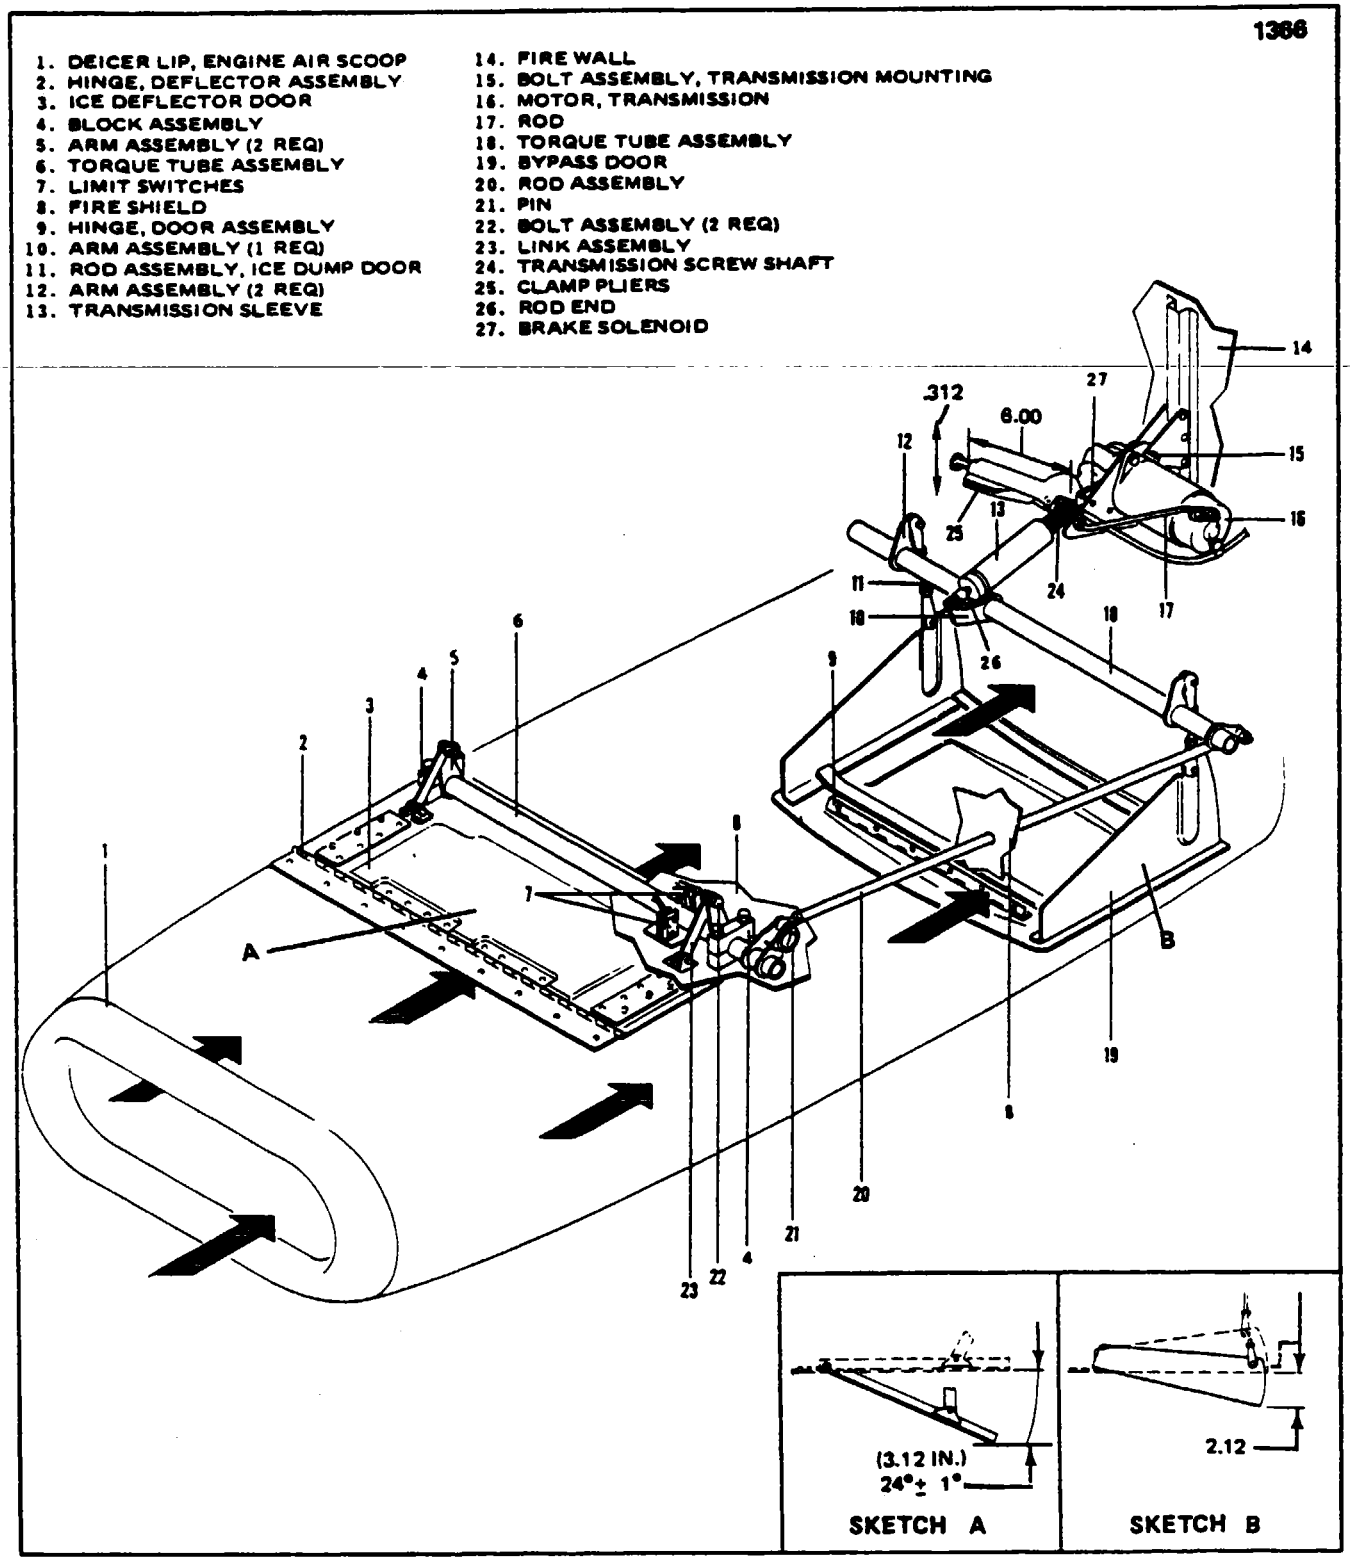

Figure 8-2. Engine Air Inlet Ice Protection System (S. N 31T-7400002 to 8104073 incl.)
8-9. REMOVAL OF ICE DEFLECTOR DOOR TRANSMISSION. (Refer to Figure 8-2.) To remove the transmission from the aircraft, the following procedure may be used:
8-10. CLEANING, INSPECTION AND REPAIR OF ICE DEFLECTOR DOOR. (Refer to Transmission, Figure 8-2.)
c. Inspect the transmission screw shaft (24) for back lash by the following procedure:
1. Disconnect transmission from Ice Deflector Door torque tube lever (10).
2. Clamp pliers (vise grips) using light pressure on the transmission screw shaft (24). (Refer to Figure 8-2.)
d. Check transmission sleeve (13), screw shaft (24), and rod end (26) for distortion.
e. Check brake solenoid assembly (27) for any excessive wear, broken parts, and sticking or burned out solenoid.
8-11. INSTALLATION OF ICE DEFLECTOR DOOR TRANSMISSION. (Refer to Figure 8-2.)